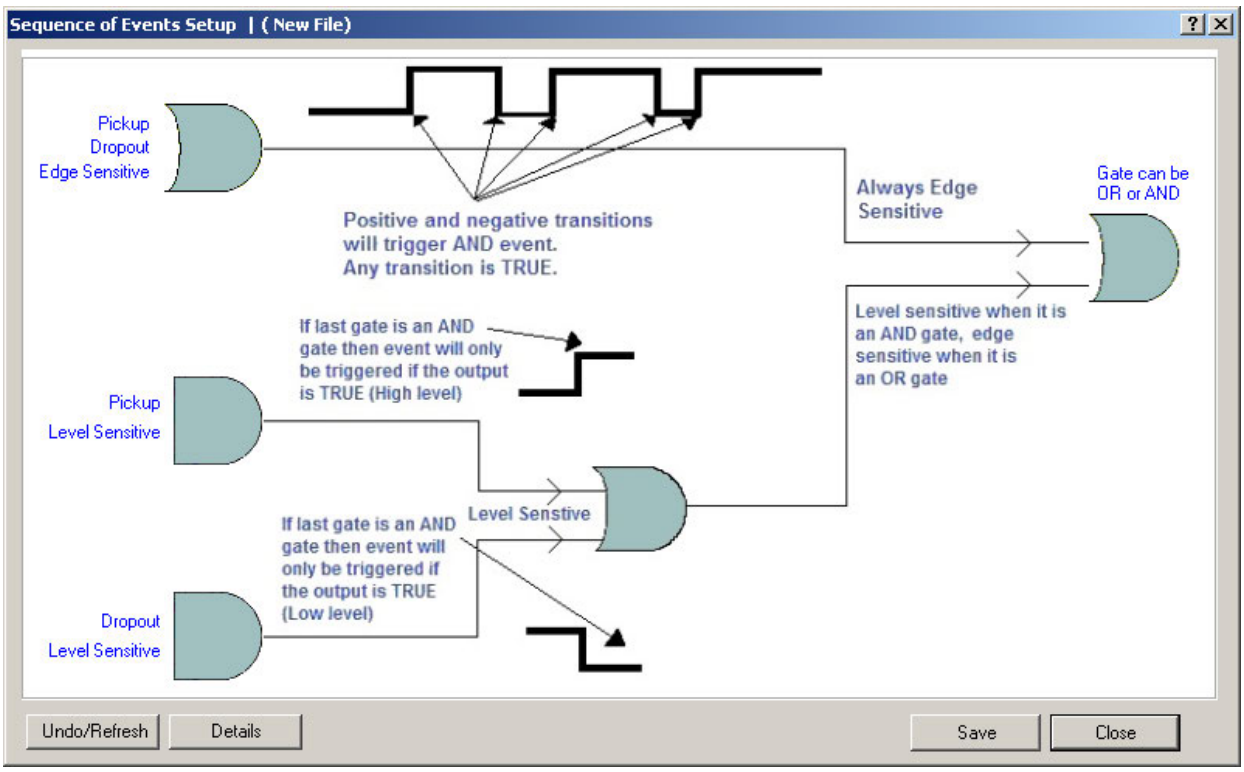
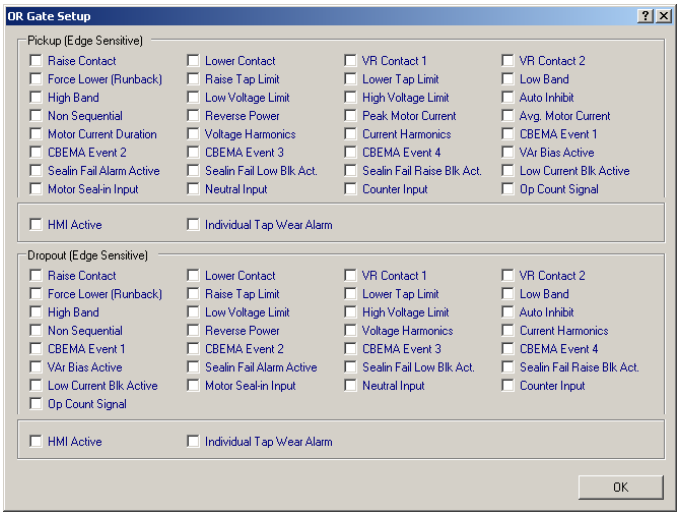
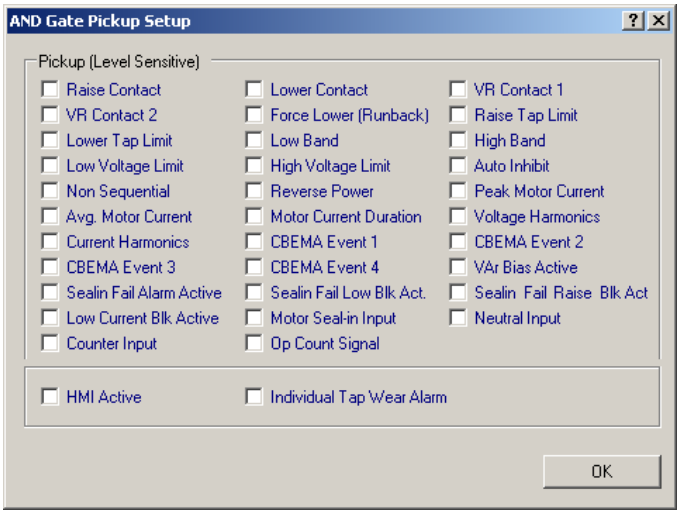

Figure 4-16 Sequence of Events Setup Dialog Screen
Figure 4-17 Sequence of Events Pickup/Dropout Edge Sensitive OR Gate Setup Dialog Screen
Figure 4-18 Sequence of Events Pickup Level Sensitive AND Gate Pickup Setup Dialog Screen
1. From the TapTalk® Main Screen menu select **Setup/Sequence of Events/ Setup**. TapTalk will display the Sequence of Events Setup dialog screen (Figure 4-16).
2. If an "OR" type trigger logic is desired, then select "Pickup Dropout Edge Sensitive" in Figure 4-16. TapTalk will display the "OR gate setup" dialog screen (Figure 4-17).
3. If an "AND" type trigger logic is desired, then select the AND "Pickup" or "Dropout" in Figure 4-16. TapTalk will display the "AND gate setup" dialog screen (Figures 4-18 and 4-19).